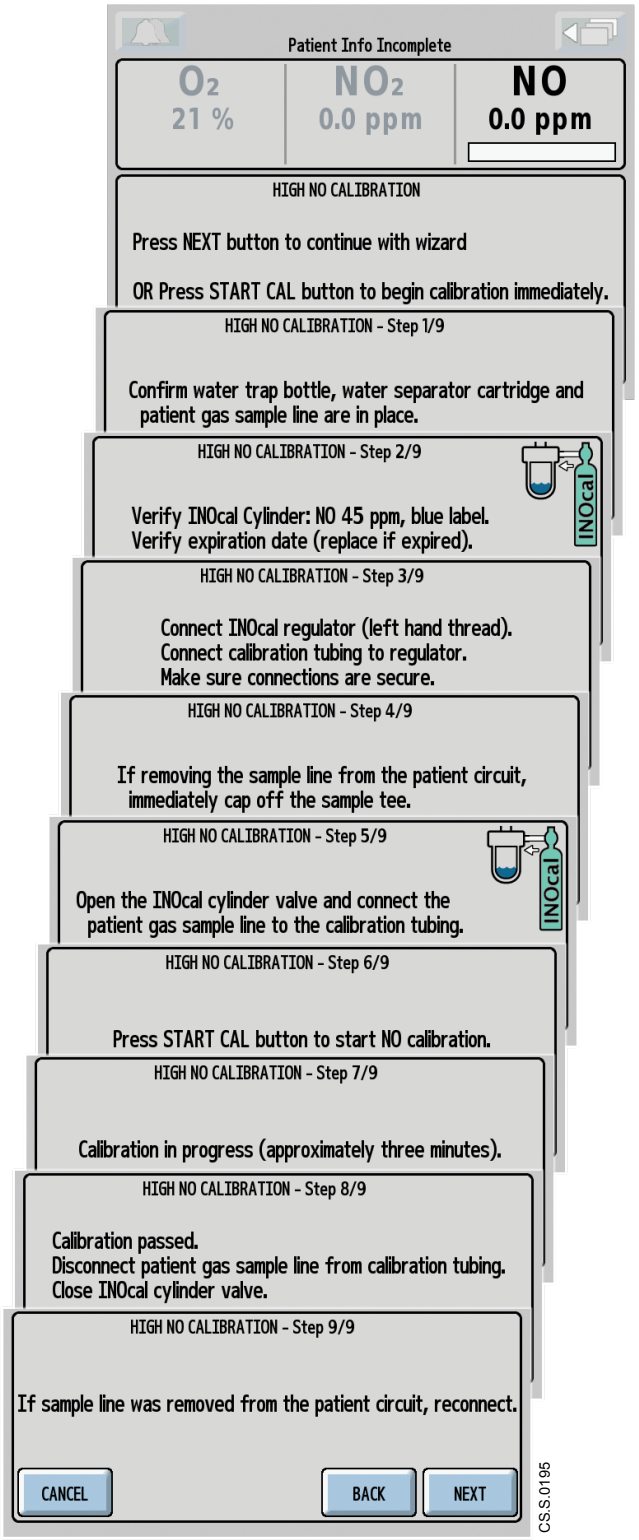

Figure 5-43 High NO Calibration Wizard, Screen Sequence
1. Select the **NEXT button** and follow the steps on the screen to continue with the **High NO Calibration wizard** (Figure 5-43).